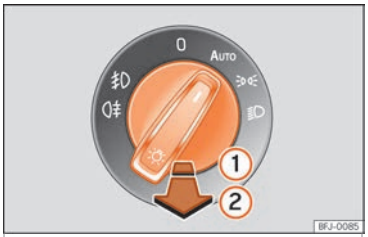

Fig. 96 Dash panel: lights control.
- **Turning on the front fog lights**: pull the light switch out from its first click position ››› Fig. 96 ①, from positions , or **AUTO**.
- **Turning on the rear fog light**: pull the light switch fully out ② from position , or **AUTO**. This control has only one position in vehicles without fog lights.